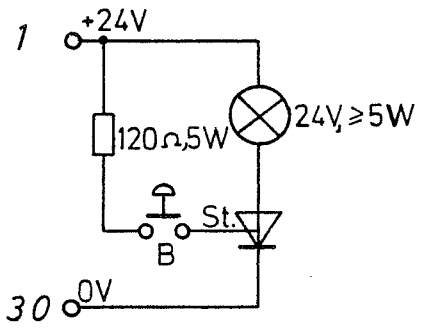

Fig. 3-3
Now connect the anode of the thyristor via a 24 V lamp (≥ 5 W) to terminal 1 (+24 V) of the convertor, the gate of the thyristor via a make contact (B) and a resistor (120 ohms, 5 W) to terminal 1 and the cathode of the thyrist to terminal 5 (0 V). See Fig. 3-3. Note that the mains voltage should be connected to the convertor, but do not start the convertor by means of the "ON" pushbutton.